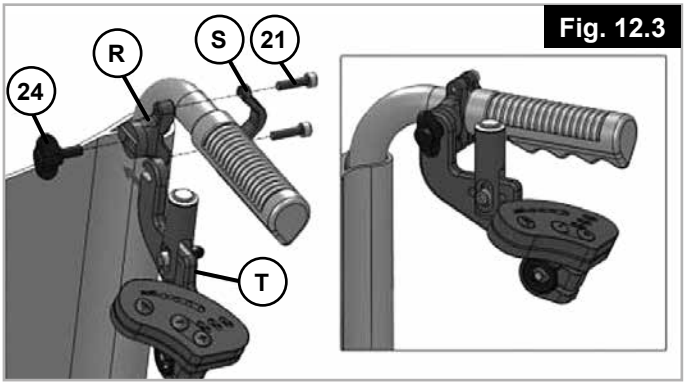

Fig. 12.3
Lösen Sie die Flügelschraube (24) um die Controller Einheit (T) komplett abzunehmen und in Ihrem Rucksack zu verstauen. Dafür ziehen Sie die Controller Einheit (T) durch den hinteren Reißverschluss des Rucksacks und verstauen Sie die Controller Einheit in der rechten Rucksacktasche (Fig. 12.3).